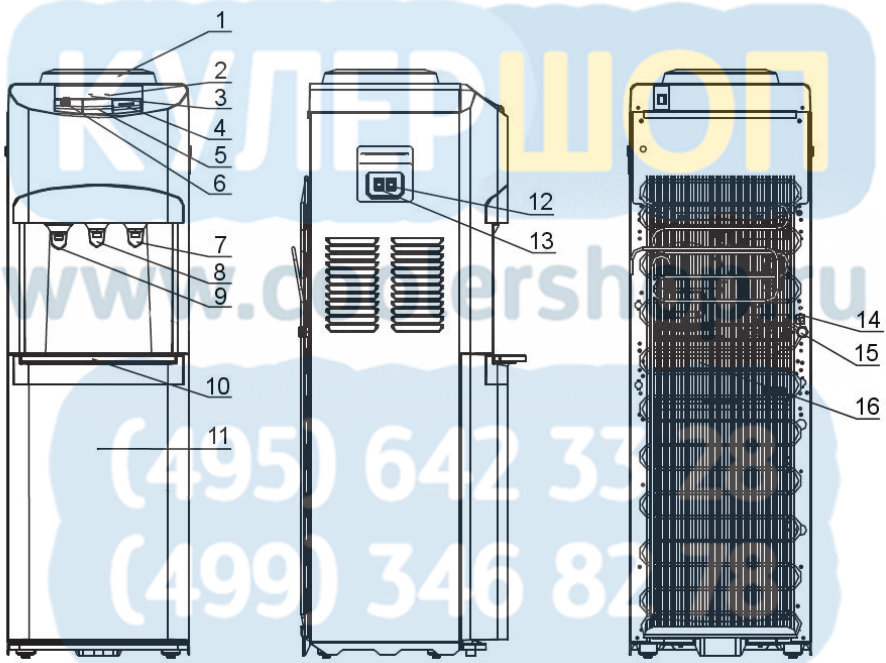

Рис.1. Схема аппарата V127 (S, B, C, N)
3. Возьмите емкость для воды и слейте с краника холодной воды воду. Убедитесь, что горячая вода в аппарате остыла и только после этого слейте горячую воду с краника горячей воды. Остатки воды в системе необходимо слить, открыв пробку из отверстия для слива воды, расположенного на задней стенке аппарата (рис.1 - 15). Вставьте пробку обратно в отверстие для слива воды.
8. Через 5-6 часов слейте раствор из системы: слейте воду из краников холодной и горячей воды, остатки раствора слейте через отверстие для слива воды (рис.1 - 15). Вставьте пробку обратно в отверстие для слива воды.
9. Промойте аппарат чистой водой (необходимо залить в систему около 4 литров чистой воды и слить через краники горячей и холодной воды, отверстие для слива воды (рис.1 - 15)). При необходимости повторите процедуру. Вставьте пробку обратно в отверстие для слива воды.
5. Остатки воды в системе необходимо слить, открыв пробку из отверстия для слива горячей воды (рис.1 - 15).